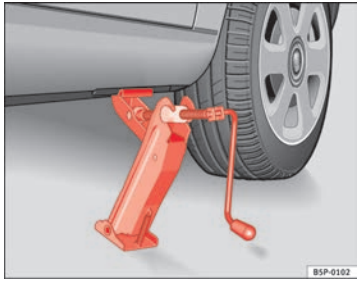

Fig. 180 Fitting the jack
– Align the jack so that the arm of the jack fits around the rib under the door sill and the movable base plate of the jack is flat on the ground ⇒ fig. 180.